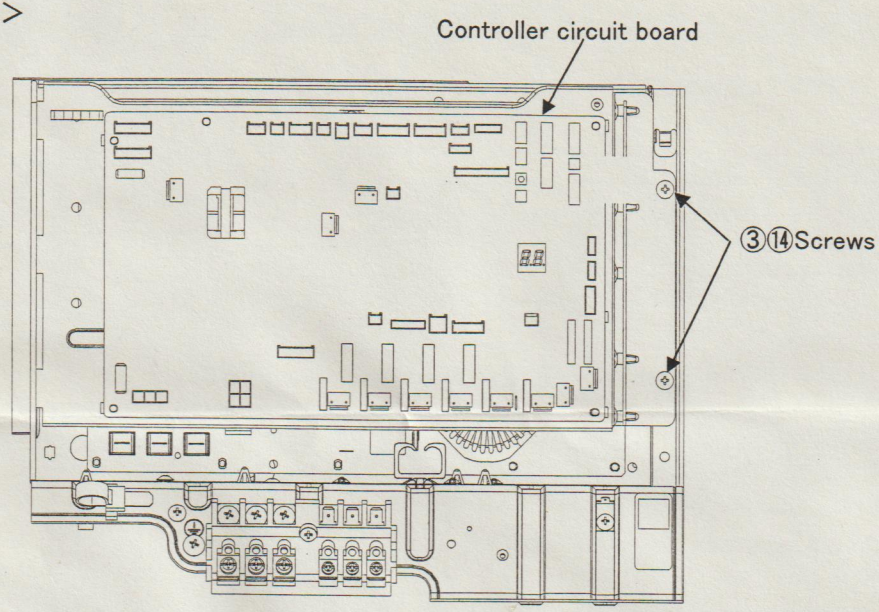

Fig.1
②Disconnect all wirings from controller circuit board.
③Remove 2 screws and detach controller circuit board which is attached on the steel plate. (See Fig.1.)
⑯Attach steel plate and controller circuit board(③) to the original position with screws. (See Fig.1)